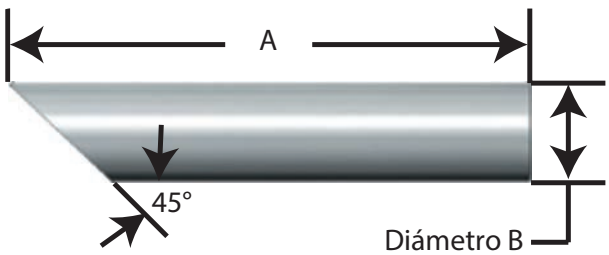

Figura 47: Especificación de pasadores de deriva
Pasadores de deriva: se requieren dos pasadores de deriva para la extracción del disco (6) del soporte del disco (8) (consulte la Figura 47 y la Tabla 27a).